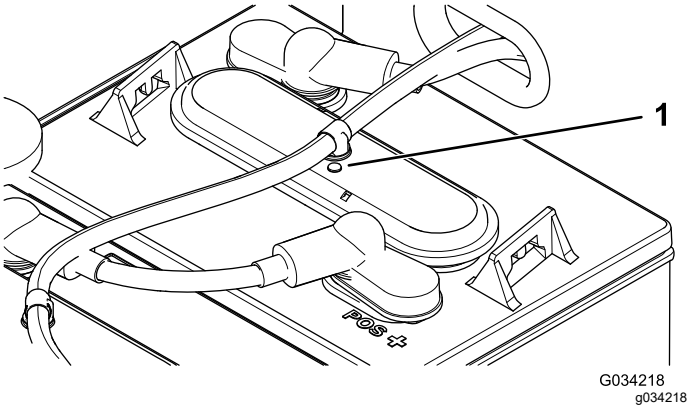

Figuur 40
3. Controleer of de oogjes op de accu's zwart of wit zijn (Figuur 40).